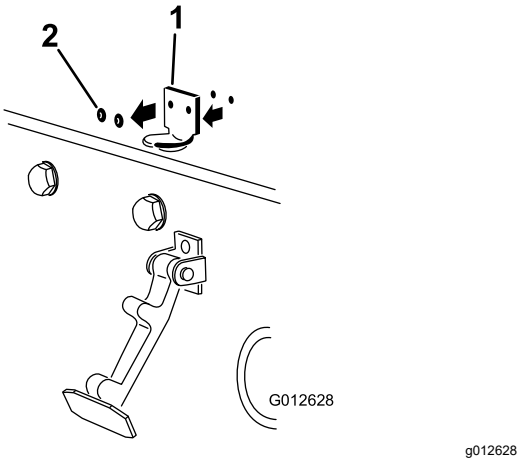

Figuur 15
2. Verwijder de 2 popnagels waarmee de beugel van de motorkapvergrendeling is bevestigd aan de motorkap (Figuur 15) en verwijder de vergrendelbeugel van de motorkap.